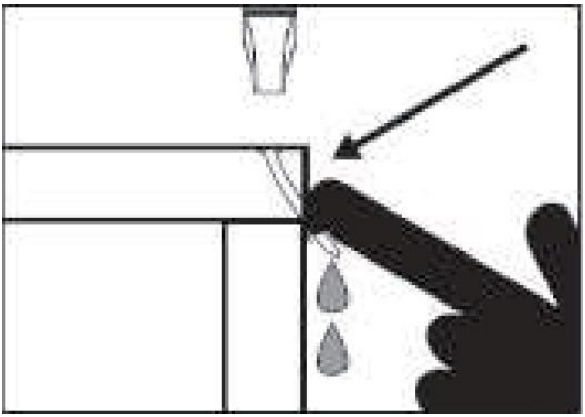

Figura 5. Ejemplo de deflexión del clavo.
-La deflexión se produce cuando irregularidades en la veta, nudos u objetos extraños dentro de la madera hacen que la grapa se deforme. para cambiar su trayectoria, lo que provoca que el clavo/grapa perfore la superficie de la pieza de trabajo, como se muestra en la Figura 5.